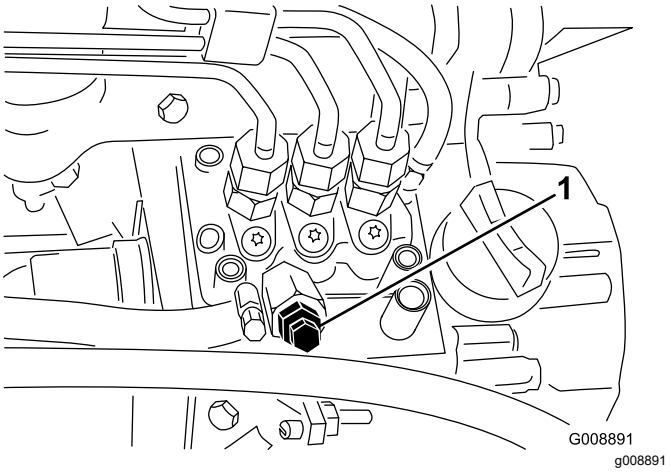

**Figur 36**
4. Öppna avluftarskruven på bränsleinsprutningspumpen (Figur 36).